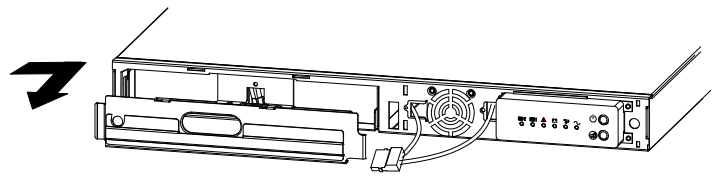

**Figure 27. Removing the Battery Cover**
3. Remove and set aside the battery cover (see Figure 27).